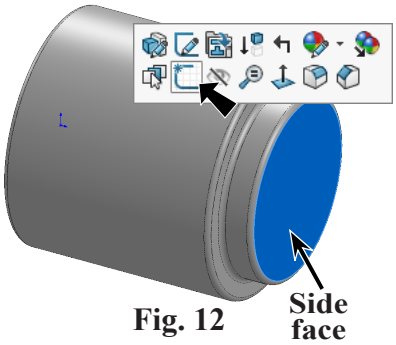

Fig. 12
Step 1. Click the **side face** and click **Sketch** on the context toolbar, **Fig. 12**.